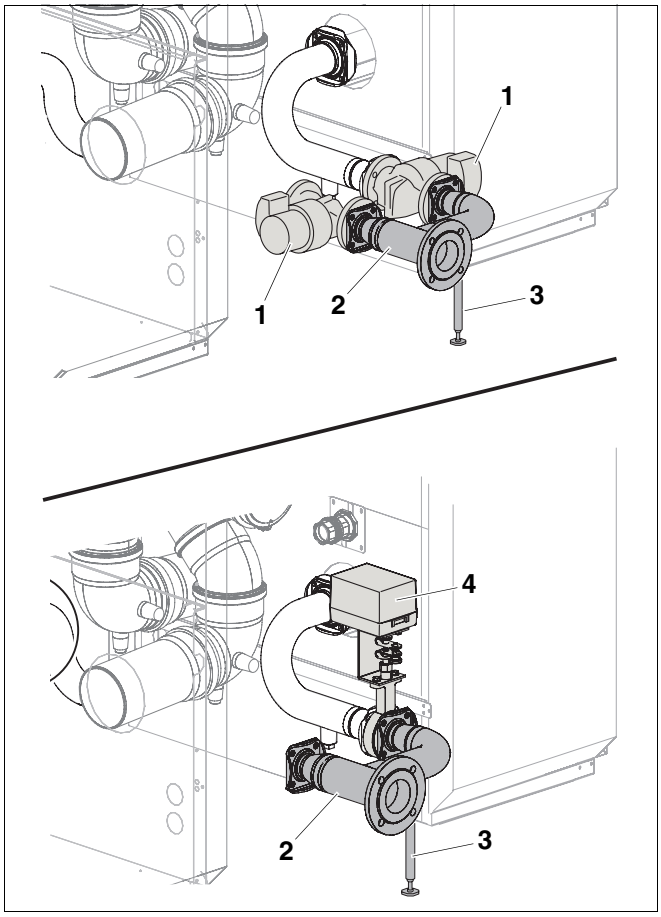
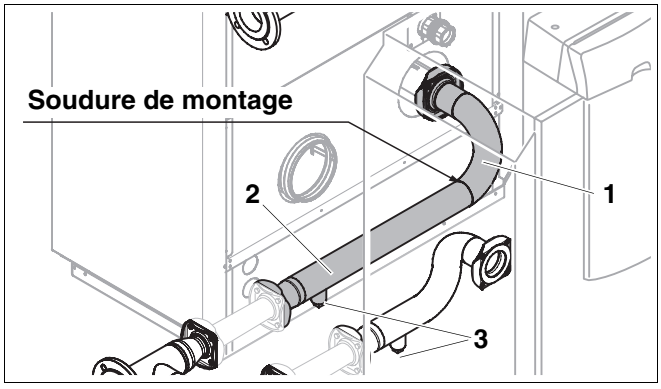

Fig. 11 Montage de la pièce spécifique de raccordement retour
Fig. 12 Souder le tuyau long de retour
- Visser la pièce spécifique de raccordement retour (fig. 11, **pos. 2**) avec joint à la pompe (fig. 11, **pos. 1**) à l'aide de 4 vis et écrous, comme représenté ci-dessus dans la fig. 11.
- Placer le support (fig. 11, **pos. 3**) sous la pièce spécifique de raccordement retour et régler la hauteur jusqu'à ce que la tuyauterie de retour soit sans tension.
- Placer la bride de la 2ème partie du tuyau long de retour (fig. 12, **pos. 2**) avec le joint contre la deuxième pompe et visser à l'aide de 4 vis et écrous.
- Visser la vanne d'isolement motorisée (fig. 11, **pos. 4**) avec 2 joints entre le tuyau de retour et la pièce spécifique de raccordement retour (fig. 11, **pos. 2**) à l'aide de 4 vis et écrous.
- Placer le support (fig. 11, **pos. 3**) sous la pièce spécifique de raccordement retour et régler la hauteur jusqu'à ce que le tuyau de retour soit sans tension.
- Visser la deuxième vanne d'isolement motorisée avec 2 joints entre la 2ème partie du tuyau long de retour (fig. 12, **pos. 2**) et la pièce spécifique de raccordement retour (fig. 11, **pos. 2**) à l'aide de 4 vis et écrous.
Le manchon sur le raccordement du retour (fig. 12, **pos. 3**) est prévu pour la purge.